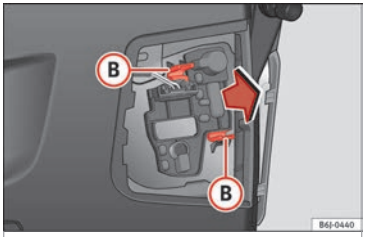

Fig. 201 Removing the bulb holder.
– Remove the bulb holder by pressing the fastening clips (B) ››› **Fig. 201** and pulling outwards.